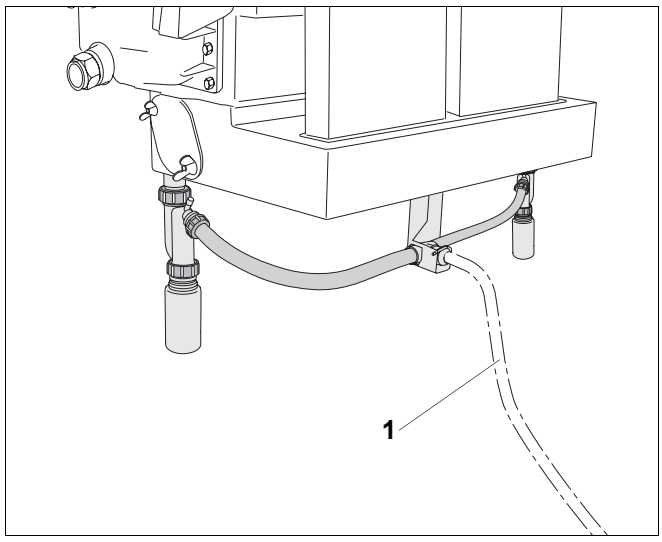

Rys. 65 Montaż węża przyłączeniowego
- Przykręcić po jednym syfonie z lewej i prawej strony wypływu kondensatu (rys. 65).
- Przyłączyć wąż odpływu kondensatu do lewego i prawego syfonu (rys. 65).
Przyłącze do urządzenia (akcesoria na zamówienie) do neutralizacji należy poprowadzić ze spadkiem. Wąż (rys. 65, **poz. 1**) znajduje się w zakresie dostawy urządzenia do neutralizacji.